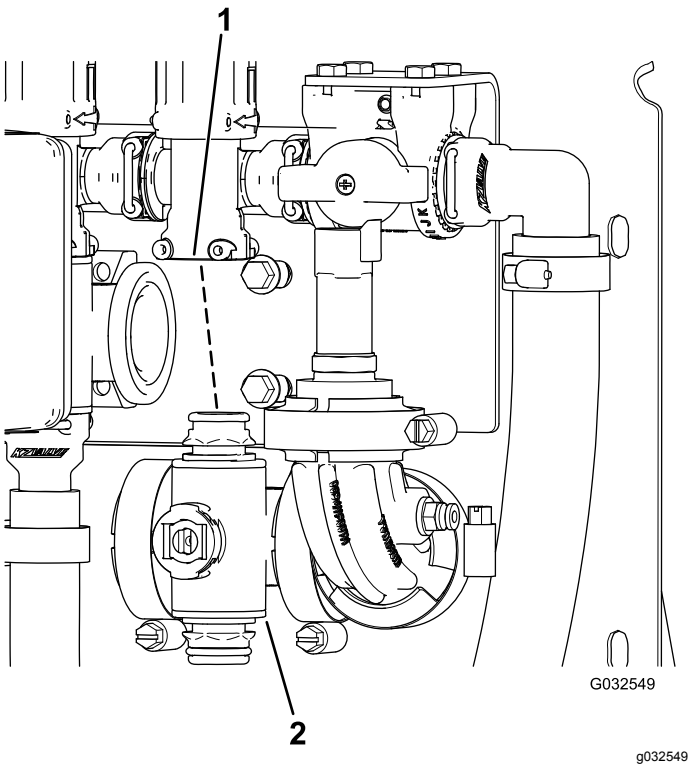

Figur 110
3. Fjern seksjonsventilmanifolden fra maskinen (Figur 110).